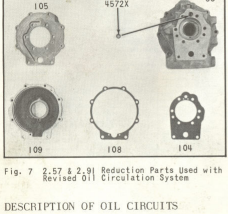
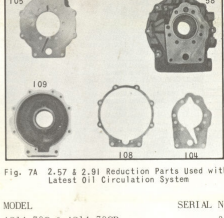
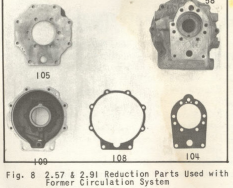

Fig. 7 2.57 & 2.91 Reduction Parts Used with Revised Oil Circulation System
Fig. 7A 2.57 & 2.91 Reduction Parts Used with Latest Oil Circulation System
Fig. 8 2.57 & 2.91 Reduction Parts Used with Former Circulation System
The earliest circulation system, with parts shown in (Fig. 8), returned the cooler oil to the reduction housing (Figs. 1 and 12). External identification of this system can be quickly made by examining the transmission reduction housing for a tapped hole in the reduction housing for the cooler oil return. If the reduction housing has no tapped hole, and the cooler oil must be returned to the lower front of the forward and reverse transmission case (Figs. 1 and 11) the transmission has one of the two latest oil circulation systems. These last two oil circulation systems can be differentiated after disassembly by comparing the oil passages with those shown in (Figs. 7 and 7A). The current design (Fig. 7A) is the only one of these two systems for which service parts will be available. When any transmission containing parts as identified in (Fig. 7) is serviced it should be rebuilt with parts as shown in (Fig. 7).
1. With the introduction of the oil circulation characterized by (Fig. 7) the forward and reverse transmission cases were changed, but the part number remained the same. This new case can be used as a replacement for all reduction transmissions, of the various circulation systems, with the same part number. However the old forward and reverse transmission cases cannot be used with a transmission with the revised oil circulation system characterized by the cast oil passage in the reduction unit adapter as shown in (Fig. 7).
The new version of the case has additional metal added to the upper and right side as shown in (Fig. 7)
NOTE: WHEN THE PARTS ARE ASSEMBLED AS SHOWN IN (FIG. 7A) THE BALL BEARING SHOULD ALWAYS BE INSTALLED SO THAT THE GROOVE ON ITS OUTSIDE DIAMETER IS ALWAYS TO THE REAR, VISIBLE FROM THE BACK OF THE TRANSMISSION AFTER INSTALLATION.
With the introduction of the latest oil circulation system, characterized by the parts illustrated in (Fig. 7A), the 4572X orifice plug has been removed from the 3/4" O.D. hole in the rear face of the transmission case. This plug should also be removed from any transmission, represented by parts illustrated in (Fig. 7), when it is rebuilt to the newer version shown in (Fig. 7A).
2. Both adapter gaskets (L4-145 and L4-146) front and rear, respectively, have been changed, but the part numbers remain the same. The new gaskets (Fig. 7A) can be used on all reduction transmissions, but the earlier gaskets (Fig. 8) can only be used in reduction transmissions with the old oil circulation system.
3. Reduction unit adapter (L7-8A) is used on these reduction transmissions with the new circulation system and replaces part (L7-8) used with the old circulation system. These parts are not interchangeable and care must be exercised in ordering the correct part for the transmission. The new adapter may be identified by its oil lubrication passage with drilled .12 hole to supply lubrication to the rear bearing, (Fig. 7A).